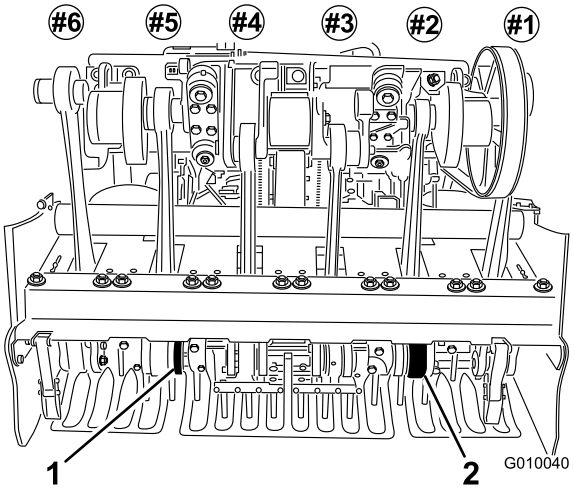

**Rysunek 25**
5. Zamocuj zęby w uchwytach zębów nr 2 i 5 (Rysunek 25). Dokręć śruby.